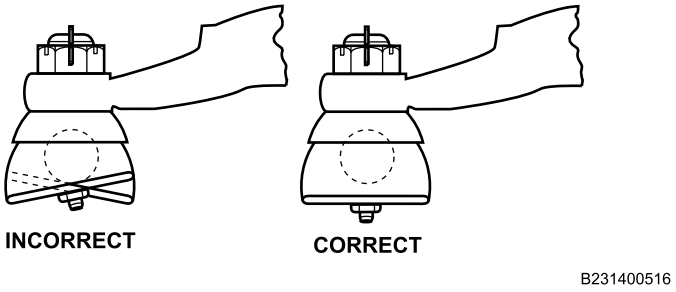

Figure 3. Tie Rod-to-Steering Knuckle Position.
4. Align tie rod ends to knuckle so they are parallel to the knuckle mounting surface as shown in Figure 3.